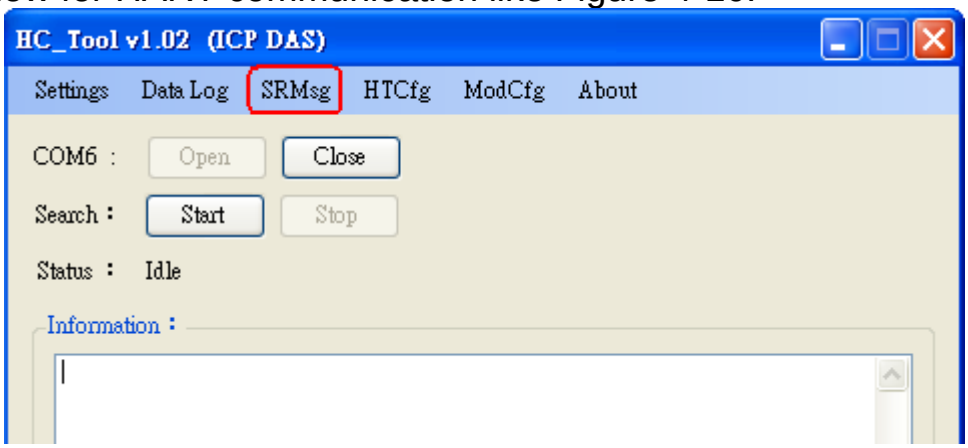

Figure 4-10**:** SRMsg Function
(1) Click “**SRMsg**” menu and it will open the HART command function window for HART communication like Figure 4-10.